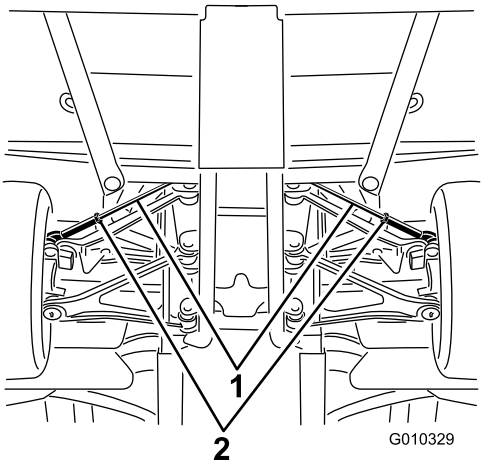

Rysunek 57
A. Odkręć przeciwnakrętkę na środku drążka kierowniczego (Rysunek 57).